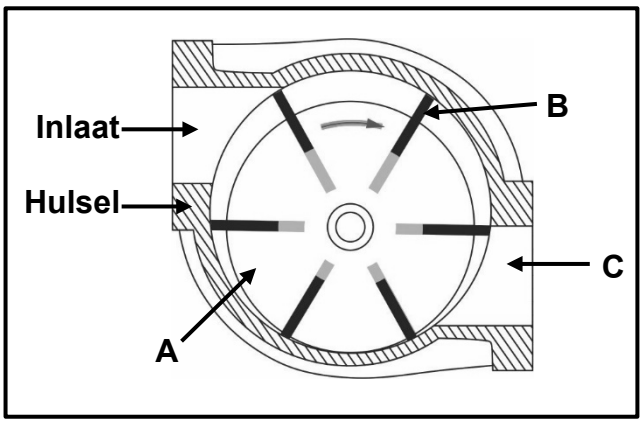

FIGUUR 6.8
6.8 FIGUUR 6.8 hieronder toon 'n wiek-tipe superaanjaer. Benoem **A–C**.